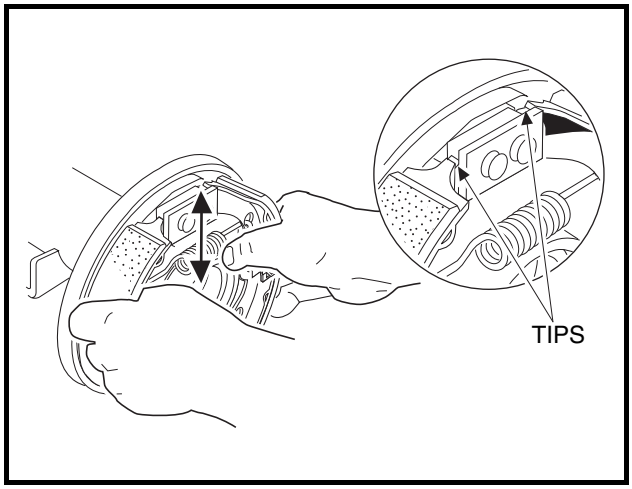

Figure 6-16 Slide Shoes
5. After the shoes are installed, move them together up and down and side to side to make sure that they will easily slide approximately 1/4 to 3/8 inch (6.3 to 9.5 mm) without binding. Make sure the shoes are positioned vertically so that the tips of the shoes are positioned flush at the top with the top surfaces of the wedge shapes on the shoe mounting blocks as shown **(Figure 6-16, Page 6-7)**.